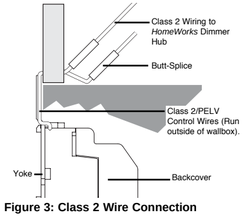

Figure 3: Class 2 Wire Connection
4. Crimp the violet and gray wires of the control to the Class 2/PELV wires connected to the HWI-H48. Use the butt splices provided (see Figure 3). Push the Class 2/PELV wires and butt splices through the hole in the drywall. This provides the necessary separation required by the National Electrical Code®.